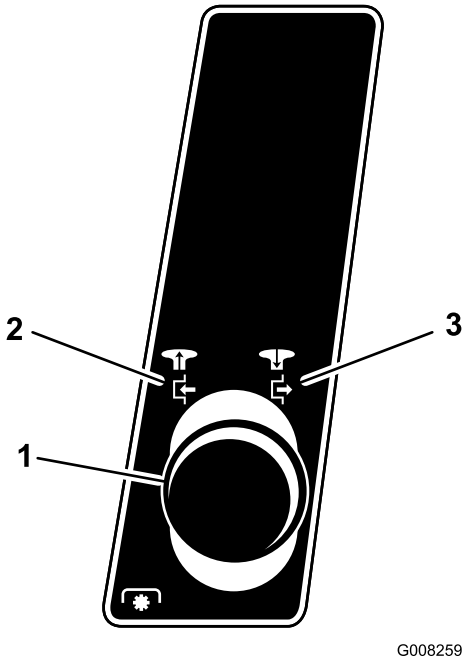

Figur 11
4. Koppla ur knivarna (PTO). Se Figur 11.